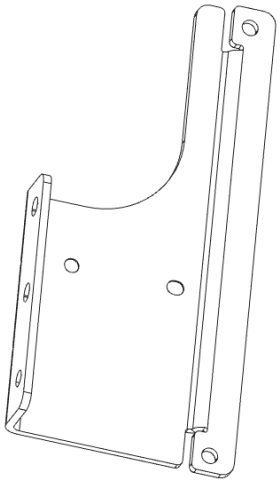

Figure 7. Straight Extender
- NVPN: 682-00003-5555-000 – Straight extender (Figure 7)